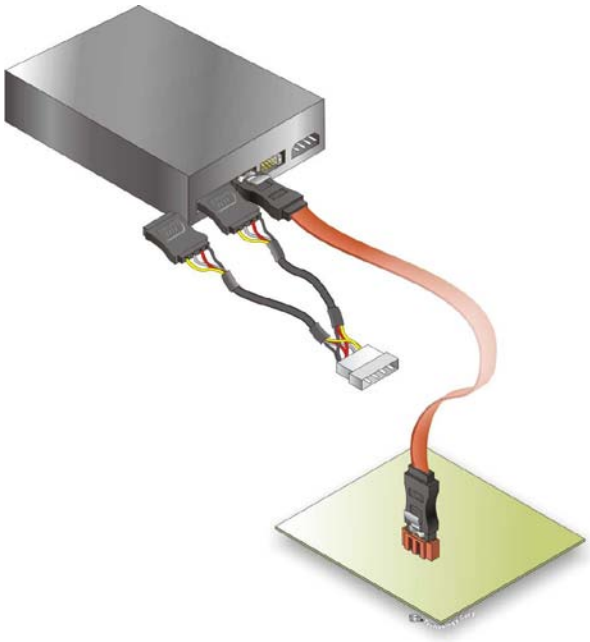

Figure 4-8: SATA Power Drive Connection
Step 3: **Connect the cable to the SATA disk**. Connect the connector on the other end of the cable to the connector at the back of the SATA drive. See **Figure 4-8**.
Step 4: **Connect the SATA power cable**. Connect the SATA power connector to the back of the SATA drive. See **Figure 4-8**.